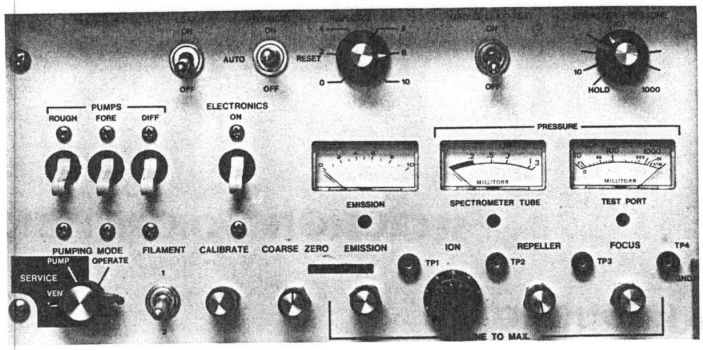
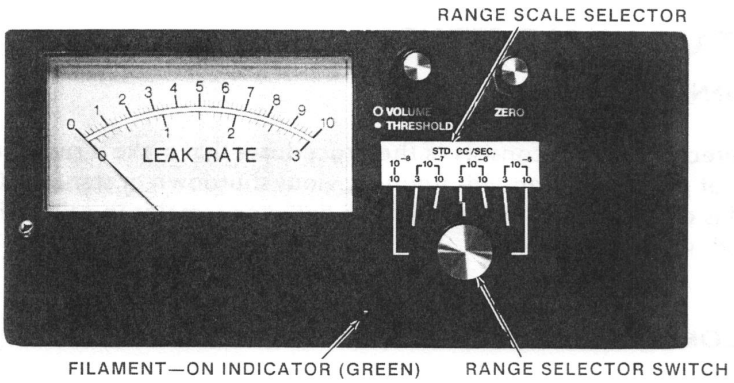

Figure 4-2. Control Panel Controls and Indicators
Figure 4-3. Leak Indicator Panel
Figures 4-1 through 4-3 show the leak detector operating controls and indicators. Tables 4-2 and 4-3 describe the operation of controls and indicators on the Control Panel (Figure 4-2) and the Leak Indicator Panel (Figure 4-3), respectively.
Control Panel (Fig. 4-2)
Leak Indicator Panel (Fig. 4-3)
(3) Plug machine into appropriate receptacle. The compressor (if present) will start. Some of the panel lamps will light, indicating that the pumps and the filament are off.
(4) If no compressor is built into the machine, connect a source of compressed air to the 1/4 inch (NPT) port at the left corner of the rear of the machine.
(5) Turn on the circuit breakers (Figure 4-2) for the ROUGH, FORE, and DIFF pumps. The respective RP OFF, BP OFF, and DP OFF warning lamps on the Leak Indicator Panel turn off as each pump turns on. The diffusion pump lamp (DP OFF) remains lighted until the pressure in the diffusion pump foreline has been sufficiently reduced (approximately 1 minute) and sufficient cooling air prevails.
(6) Turn the SENSITIVITY control (at the back of the upper cabinet, inside the cover) to LOW to heat the diffusion pump more quickly. This control permits sensitivity and test port pressure adjustments, but keeps power constant, wherever it is set. See Section 6-8.11 (-70) for full explanation.
(7) Allow 30 minutes for the diffusion pump to warm up, then place the ELECTRONICS circuit breaker in the ON position. Verify that the SPECTROMETER TUBE PRESSURE meter reads upscale, then turn the PUMPING MODE switch to the OPERATE position.
(8) When the SPECTROMETER TUBE PRESSURE meter is in the green band, set the FILAMENT ON/OFF switch in the AUTO RESET position to turn on the filament. (Switch may be returned to ON position if leak detector will be left unattended.)